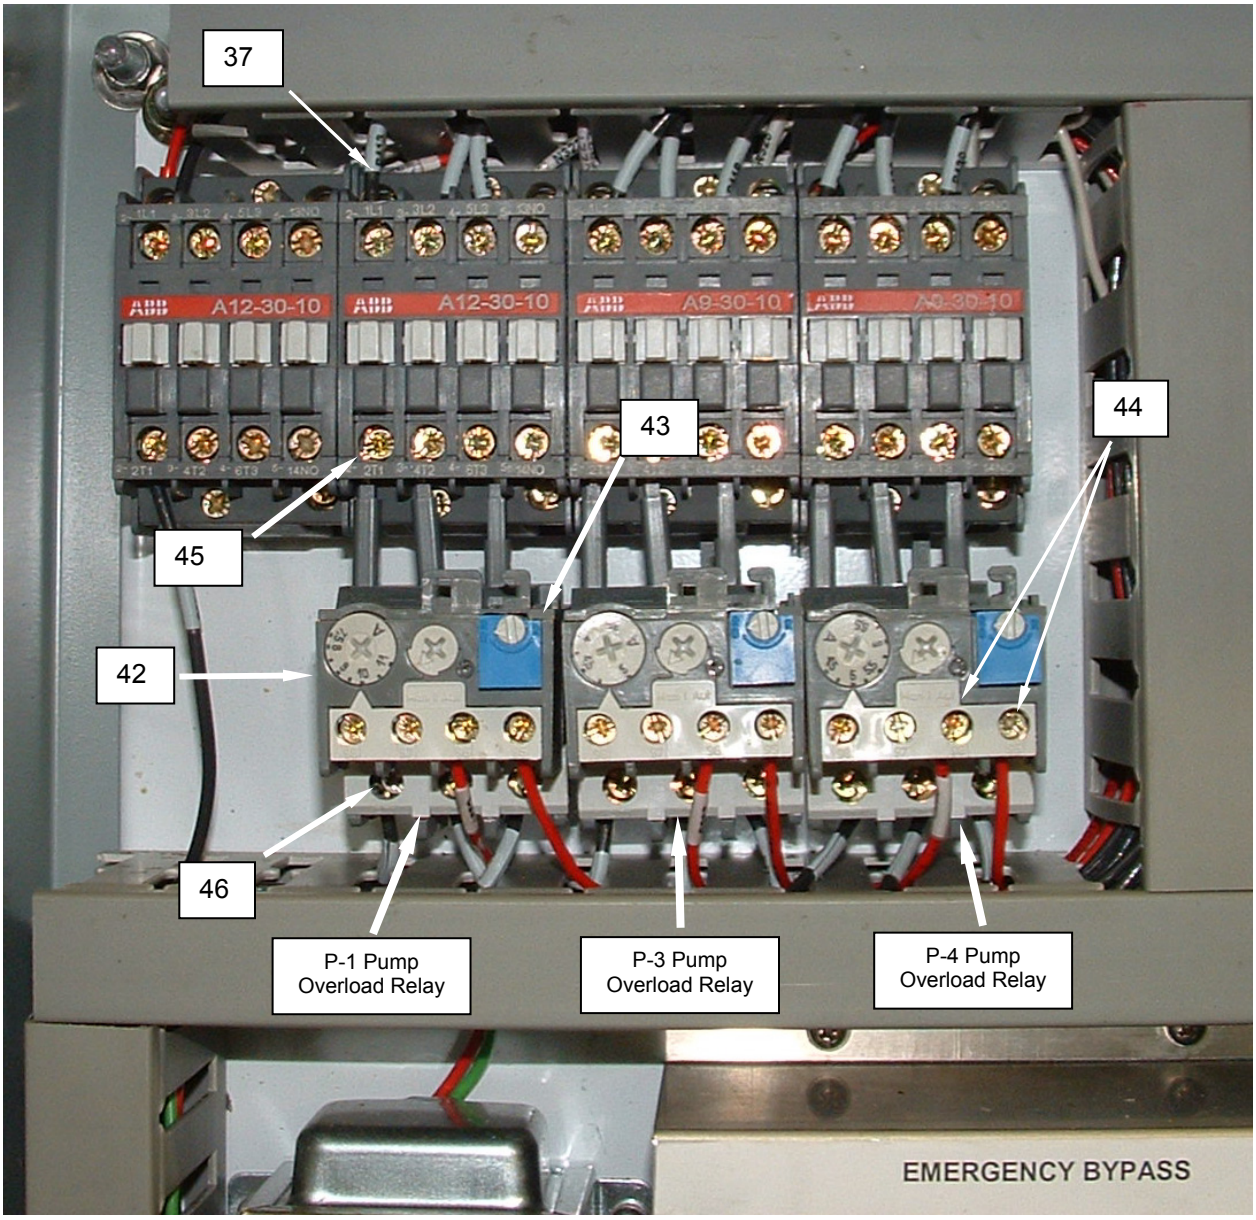

Figure 21. Test an Overload Relay.
2. Open the PLC enclosure and locate the overload relay **(Figure 21, Item 42)** to be tested.
3. Press the overload reset button **(Figure 21, Item 43)**. If resetting the overload corrects the malfunction, determine the cause of the overload.
4. Use a voltmeter to test for voltage between the two control terminals **(Figure 21, Item 44)** on the relay. There should be 0 VAC between these two points. Test between each control terminal and ground. There should be 120 VAC between each terminal and ground.
5. Use a voltmeter to test for voltage between the T-1 terminal **(Figure 21, Item 45)** on the contactor **(Figure 21, Item 37)** and the L1 terminal **(Figure 21, Item 46)** on the relay **(Figure 21, Item 42)**. There should be 0 VAC between these two points.